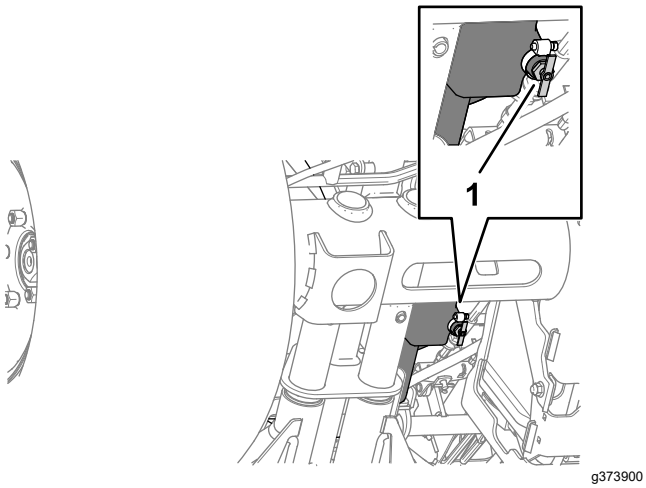

Figuur 87
2. Zet een opvangbak onder het aftapventiel van de brandstoftank (Figuur 87).